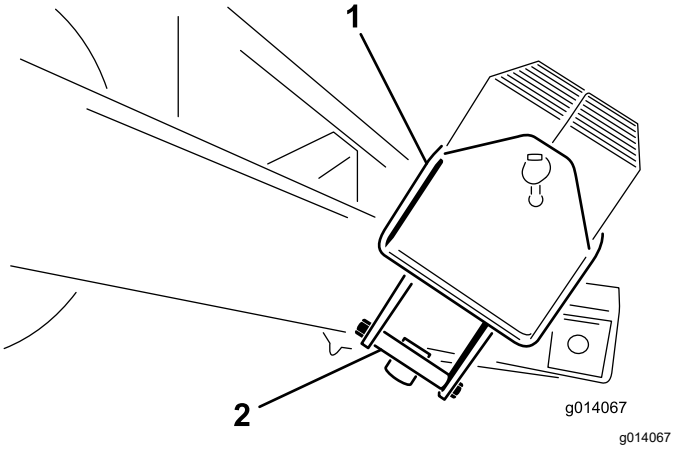

Figur 5
2. Avlägsna bultarna (½ x 5 ½ tum) från monteringsfästet som håller viktlådan. Kassera monteringsfästena (Figur 5).